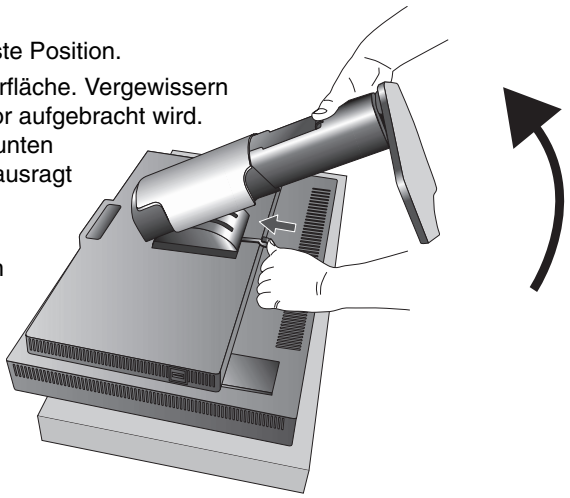

Abbildung S.1
3. Legen Sie den Monitor mit der Vorderseite nach unten auf eine glatte Oberfläche. Vergewissern Sie sich, dass keine Belastung oder Druck auf den integrierten Frontsensor aufgebracht wird. Um dies zu vermeiden, legen Sie den Monitor mit der Display-Seite nach unten auf einen Tisch, wobei der integrierte Frontsensor über den Tischrand hinausragt (**Abbildung S.1**).
4. Fassen Sie mit einer Hand den Fuß und mit der anderen den Schnellfreigabehebel. Drücken und halten Sie den Schnellfreigabehebel in Pfeilrichtung (**Abbildung S.1**).
5. Heben Sie den Monitorfuß an, um ihn vom Monitor zu lösen (**Abbildung S.1**). Der Monitor kann jetzt auf andere Weise montiert werden. Führen Sie die Schritte in umgekehrter Reihenfolge aus, um den Fuß wieder anzubringen.